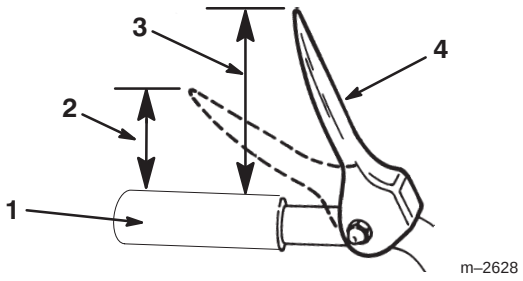

Figur 13
5. Mät avståndet mellan överdelen på handtaget och underdelen av matarskruv/impellerreglaget. Avståndet ska vara ca 10 cm såsom framgår av figur 13.